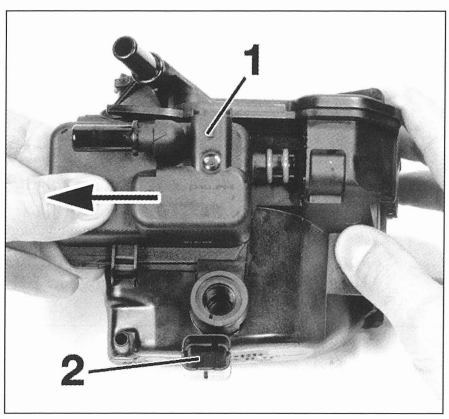

FIG. 40
• Desmontar el calefactor de combustible (1) y el detector de presencia de agua (2) (según equipo) si el filtro de gasoil debe ser cambiado **(fig. 40)**.